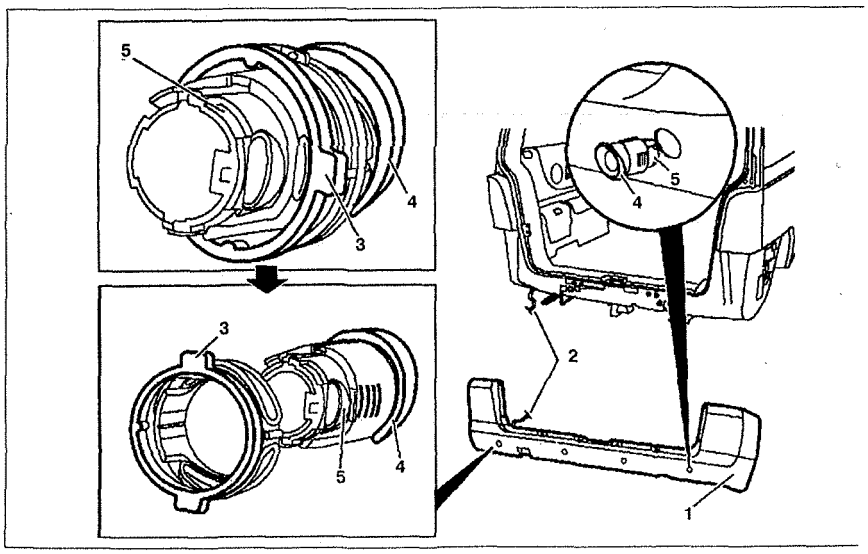

Рис. 10.23. Датчики системы "Parktronic":
1. Снимите бампер **1** и отсоедините разъемы проводки (см.рис.10.23).